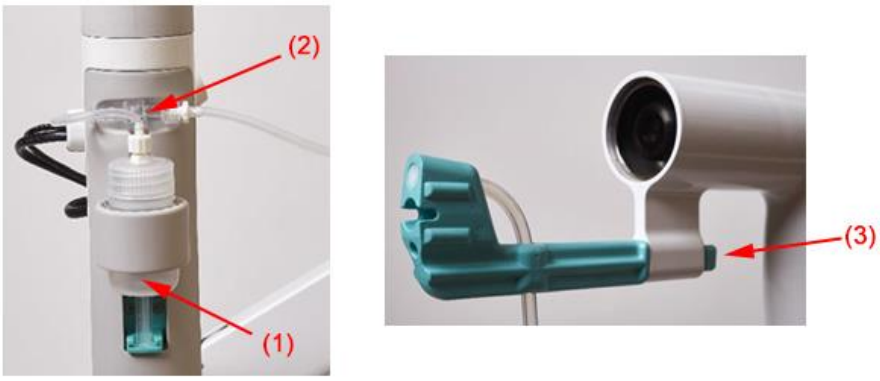

Abb. 64: Entfernen des Essigsäure-Kits.
1. Drücken Sie den Behälter von unten nach oben, um ihn aus der Halterung zu entnehmen (Abb. 64).